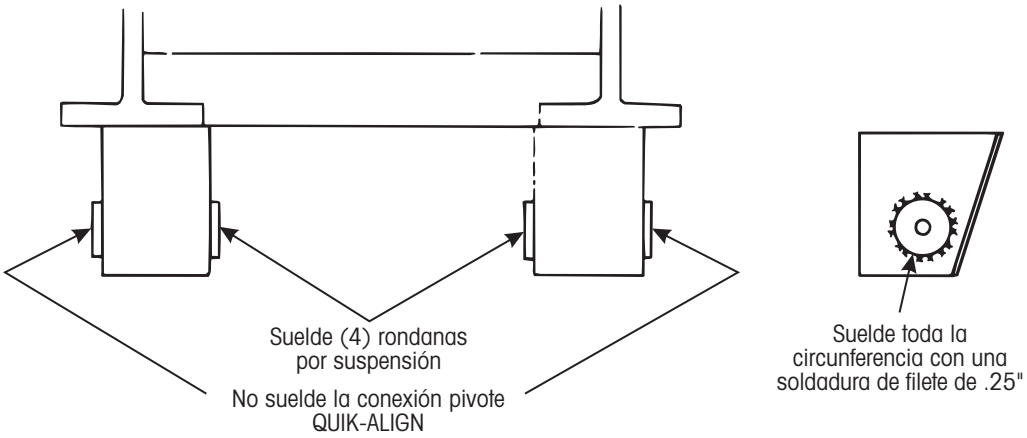

Figura 55. Soldando las rondanas
4. Vuelva a verificar la alineación y suelde todas las rondanas en toda su circunferencia a sus respectivas placas laterales usando una soldadura de filete de ¼ de pulgada (Figura 55).